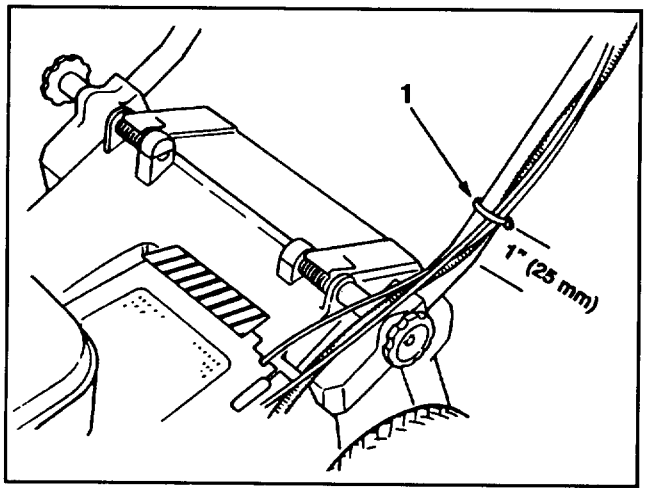

Figura 3
6. Usate un fermaglio per fissare il filo(i) al lato inferiore del tubo di sinistra (Fig. 3). Il fermaglio dovrebbe essere situato a 25 mm (1") dalla curva della stegola. Vedere la Figura 3 per la posizione corretta.